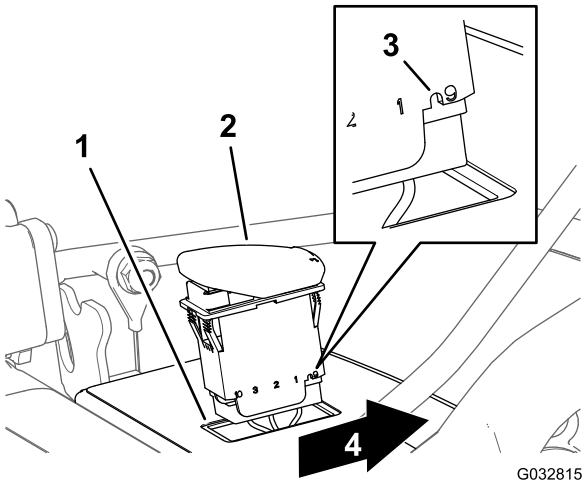

Figuur 18
4. Plaats de schakelaar met de inkeping in het schakelaarhuis aan de voorkant van het bedieningspaneel (Figuur 18).
5. Duw de schakelaar in de opening in het bedieningspaneel totdat deze vastklikt in het paneel (Figuur 18).